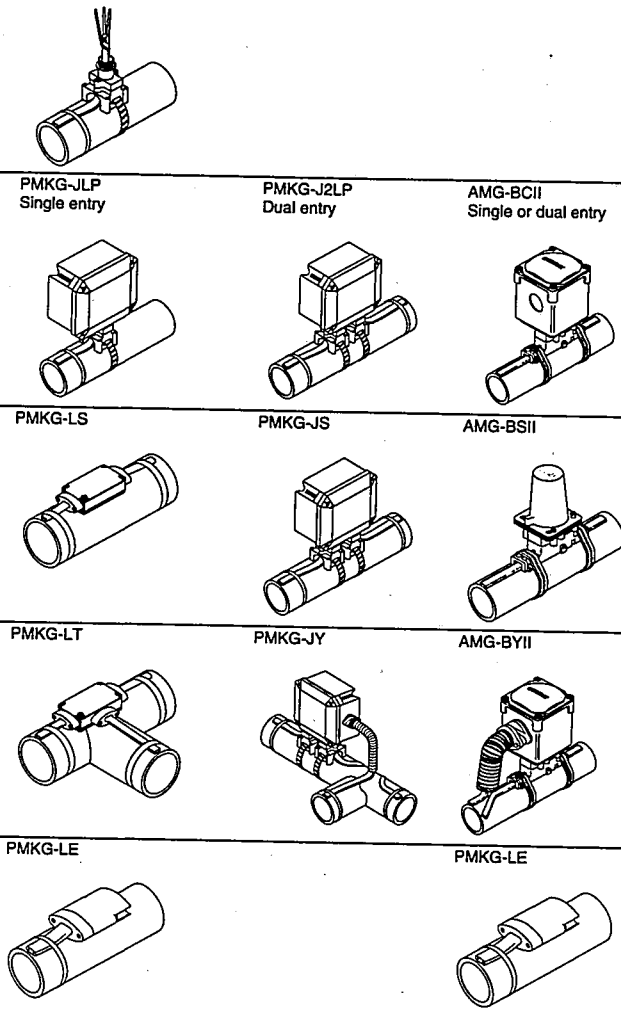

Figure 3.2. Components overview
- Use only Raychem AutoMatrix or PolyMatrix connection kits with Auto-Trace heat-tracing systems (see Figure 3.2). Using other kits, substitute parts, or vinyl electrical tape will void agency approval and product warranty, and can cause electrical arcing or fire.